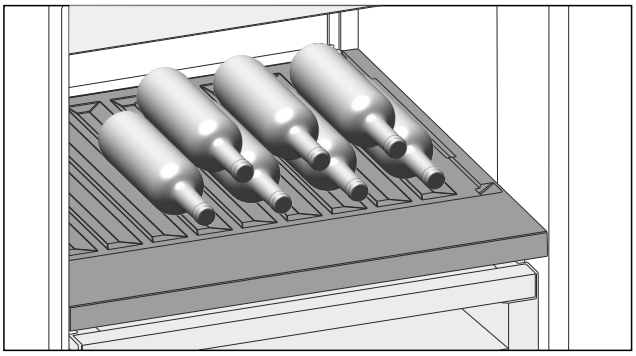

Fig. 146 Примерное изображение
▶ Бутылки укладывайте дном к задней стенке. (см. Fig. 146)